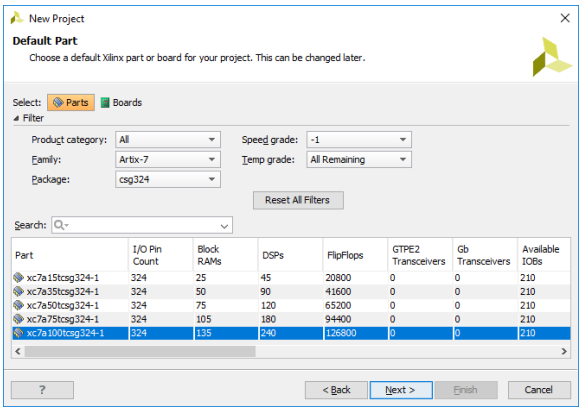

Figure 6. Default Part Form
j. In the *Default Part* form as shown in Figure 6, select device Artix-7 FPGA **XC7A100TCSG324-1**. Then click *Next*.